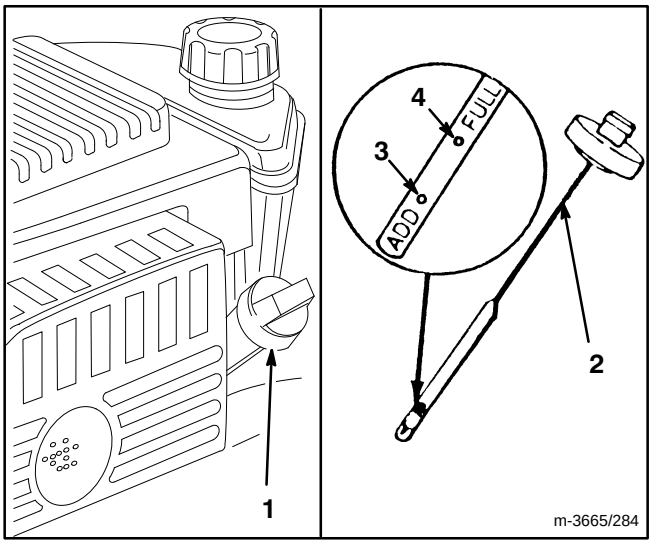

Figure 7
Fill crankcase with SAE 30 or 10W30 oil until oil level reaches FULL mark on dipstick as shown in Figure 7. The maximum crankcase capacity is 22 ounces (0.65 liters) of oil. Use any high quality detergent oil having the American Petroleum Institute (API) "service classification" — SF, SG, SH or SJ.
Before each use, ensure oil level is between ADD and FULL marks (Fig. 7). Add oil if level is low.
3. Wipe dipstick and insert it into filler neck. Rotate cap 1/4 turn. Then remove dipstick and check level of oil (Fig. 7). If level is low, add only enough oil to raise level to FULL mark on dipstick. **DO NOT FILL ABOVE FULL MARK BECAUSE ENGINE COULD BE DAMAGED WHEN STARTED. POUR OIL SLOWLY.**